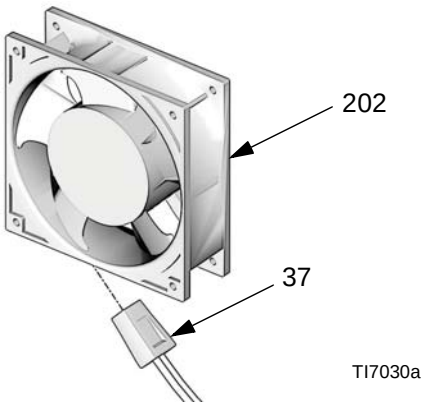

FIG. 15. Fan
d. Unplug cable (37) from fan (202). See FIG. 15.